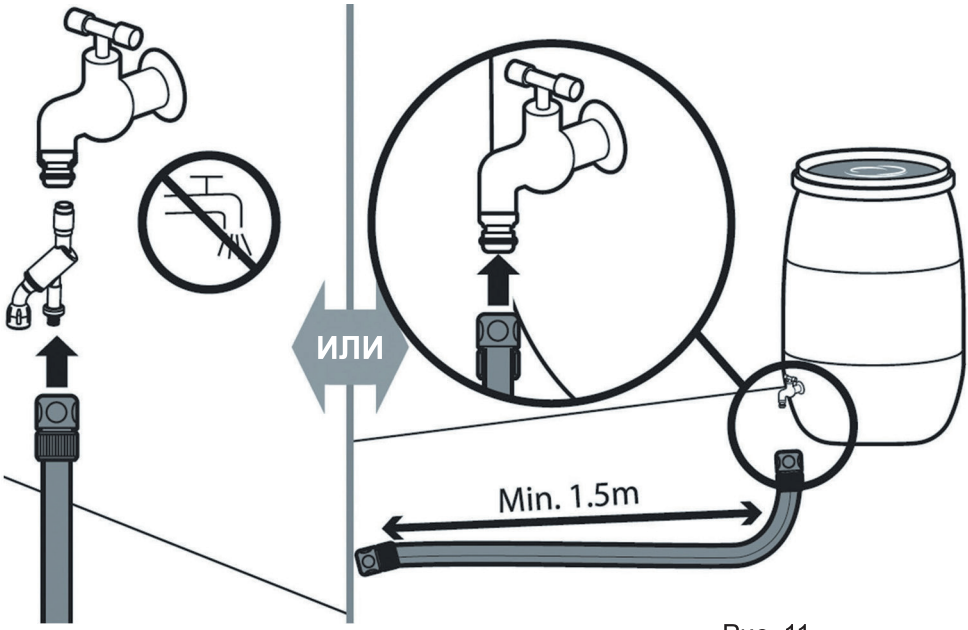

Рис. 11
9. Подключите шланг подачи воды к водопроводу или опустите его в ёмкость или резервуар с водой (Рис. 11).